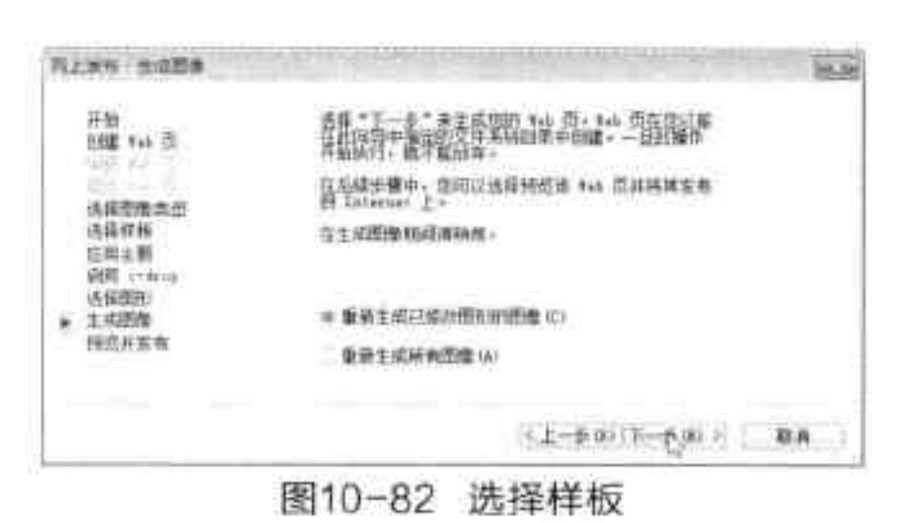

图10-82 选择样板
Step 04 在“选择图形”对话框中单击“添加”按钮，单击“下一步”按钮。在打开的对话框中勾选“重新生成已修改图形的图像”按钮，单击“下一步”按钮，如图10-82所示。